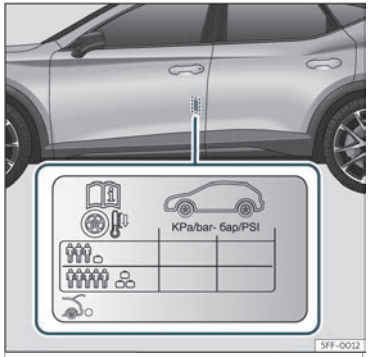

Abb. 193 Einbauort des Aufklebers für den Reifenfülldruck.
- Passen Sie bei größerer Zuladung den Reifendruck entsprechend an››› **Abb. 193** . »
Die Angaben zum Reifendruck befinden sich auf einem Aufkleber an der B-Säule der Fahrertür››› **Abb. 193**.
Der Reifendruck muss der aktuellen Fahrzeugbeladung angepasst werden. Wenn das Fahrzeug voll beladen werden soll, muss der Reifenfülldruck entsprechend dem auf dem Reifenfülldruck-Aufkleber››› **Abb. 193** angegebenen maximalen Wert erhöht werden.
Füllen Sie bei einem minimierten Notrad (125/70 R18) auf einen Druck von 4,2 bar, gemäß Angabe auf dem Aufkleber mit den Reifendruckwerten››› **Abb. 193**.
• Der Fahrer ist verantwortlich für den richtigen Reifenfülldruck an allen Reifen am Fahrzeug. Der empfohlene Reifenfülldruck befindet sich auf einem Aufkleber ››› Abb. 193.
• Immer den richtigen Reifenfülldruck am kalten Reifen einhalten, wie auf dem Aufkleber angegeben››› Abb. 193.